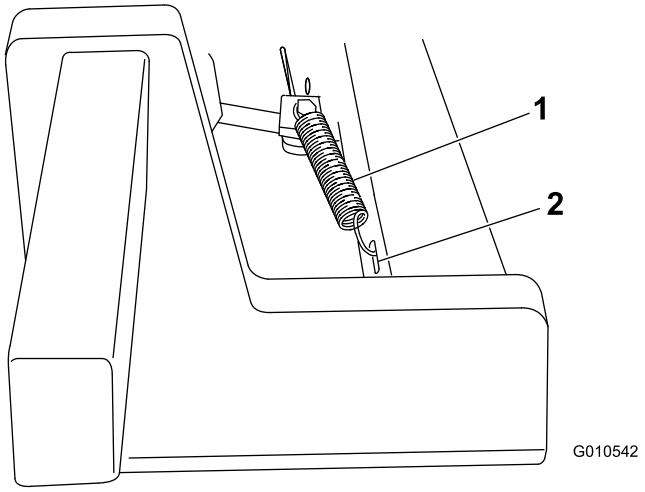

Figur 4
6. Ta bort saxpinnarna från sprintbultarna som håller ihop bromsstöden- och oken, och kasta bort saxpinnarna. Håll fast sprintbulten och sätt i fjäderns korta ände i hålet på sprintbulten för att hålla ihop delarna. Sätt i fjädrarnas andra ände i de avlånga hålen i lyftarmarna (Figur 4).